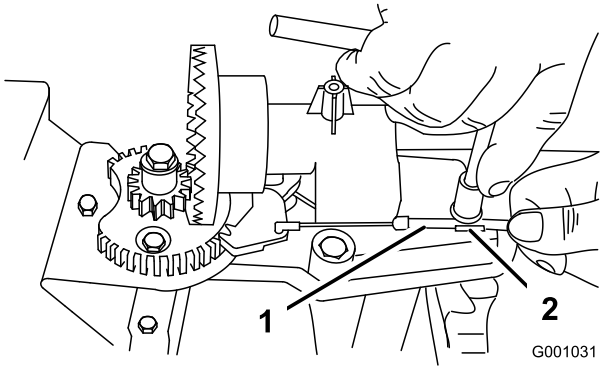
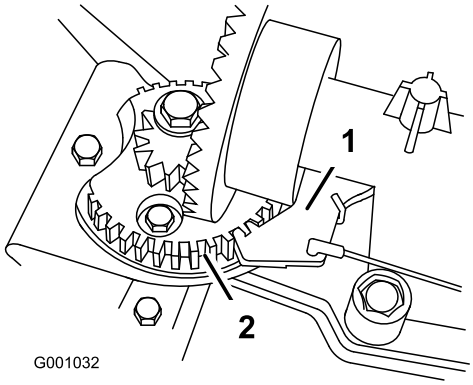

Figur 47
Figur 48
2. Løsne klemskruen som fester kabelen (Figur 47).
3. Grip kabelrøret og flytt det mot fronten av maskinen inntil utløpssjaktlåsen kobles fullstendig til tennene i giret (Figur 47 og Figur 48).
Merk: Låsen er fjærbelastet og vil bevege seg naturlig inn i tennene i giret (Figur 48).